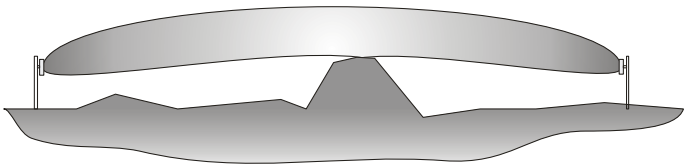

Рис. 10.1
10.1.1 Участок между БПРД и БПРМ изделия должен удовлетворять следующим требованиям: а) поверхность участка должна быть выровнена с точностью ± 0,3 м на отрезке рубежа, где ЗО соприкасается с поверхностью земли. При больших положительных отклонениях верхние кромки препятствий могут образовывать достаточно мощные вторичные источники радиоволн или вообще экранировать БПРМ от БПРД. При ослаблении сигнала уменьшается соотношение сигнал/помеха, что может приводить к снижению периода ложных тревог. На рис. 10.1 показан случай, когда высота препятствия достигает высоты условной осевой линии, проведенной через центры БПРД и БПРМ. ЗО искажается, и образуются возможности для ее бесконтрольного пересечения в положении «согнувшись», б) в чувствительной зоне (см. рис.4.2, 4.4)не должно быть колеблющихся под действием метеофакторов предметов (кустов и растительности, выше 0,3 м, ветвей деревьев, калиток, ворот и др.);